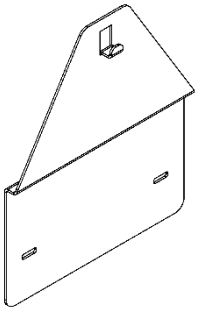

Рисунок 6. Переходная планка
7.2.3 При установке аппарата на место, где ранее был установлен аппарат марки «НеваLux» или «BaltGaz», который крепился к стене с помощью двух крючков, можно выкрутить данные крючки и использовать отверстия для установки переходной планки (см. рис. 6). Переходная планка 115514-00.050 позволяет смонтировать аппарат с использованием уже имеющихся крепёжных отверстий в стене. Переходная планка приобретается отдельно в фирменных магазинах или на сайте baltgaz.ru.